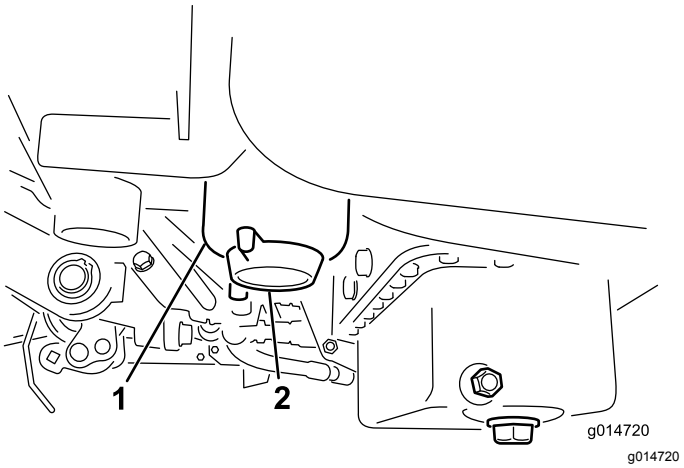

Figuur 32
3. Open de aftapplug op het brandstoffilter ongeveer één slag en tap eventueel water af (Figuur 32).